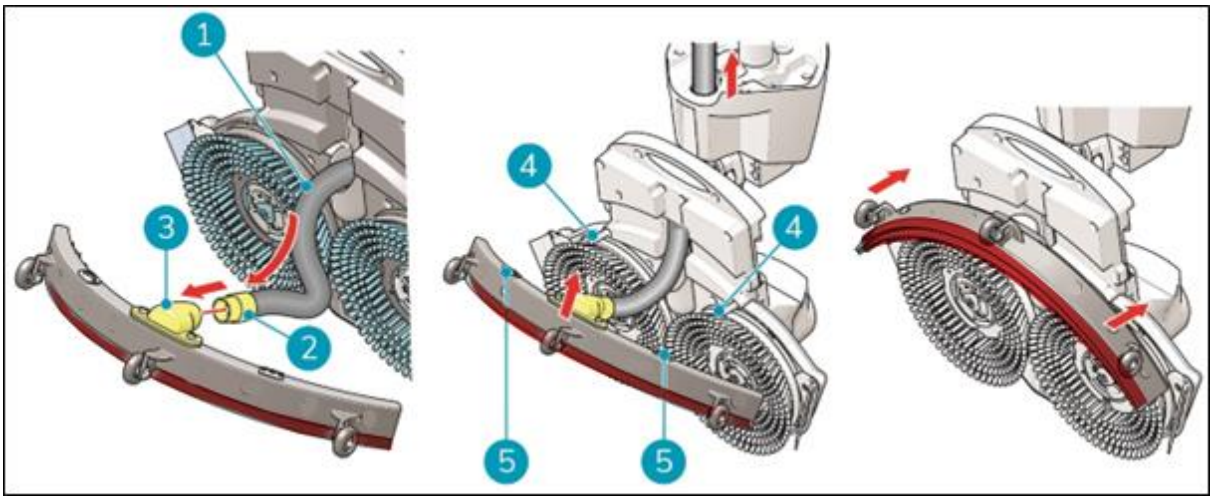

Abbildung 36
1. Nehmen Sie den Unterdruckschlauch (Abbildung 36, Pos. 1).